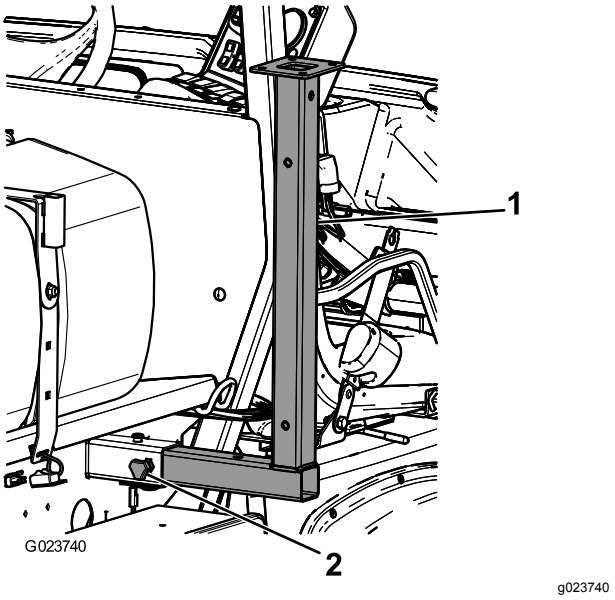

Figur 50
1. Sett de fremre jekkstøttene inn i rammen opp-ned ved de fremre festepunktene (Figur 50).